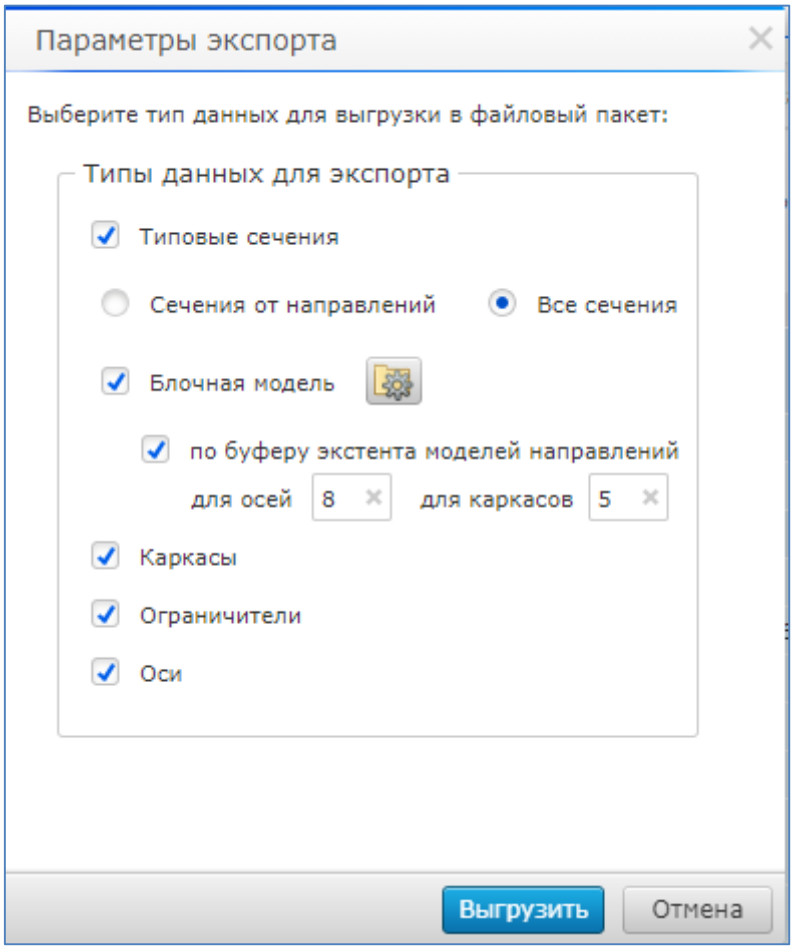

Рисунок 11. Параметры экспорта
3. Заполнить диалоговое окно «Параметры экспорта» и нажать на кнопку «Выгрузить» (Рисунок 11);